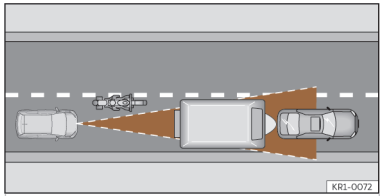

Abb. 136 Vorausfahrender Motorradfahrer außerhalb des Erfassungsbereichs des Radarsensors.
- Versetzt fahrende Fahrzeuge oder Fahrzeuge, die außerhalb des Erkennungsbereichs des Sensors fahren, z. B. Motorräder ››› **(Abb. 136)**.